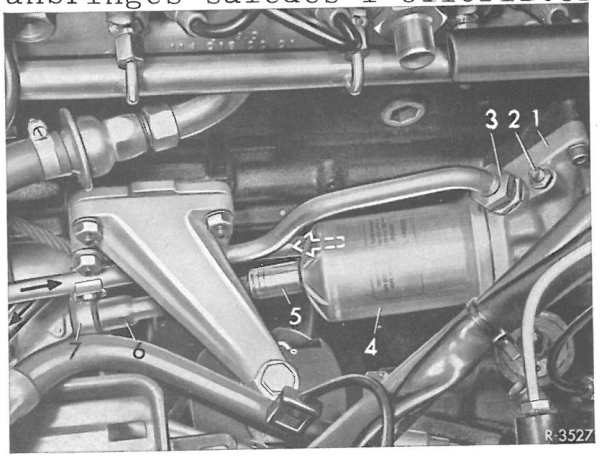

Fig. 18-1/4
1 Befæstelsesskruen (9) på filterunderdelen skrues af. På typerne 23o/8 og 25o/8 anvendes hertil en stiknøgle med nøglevidde 17 (5) med forlænger (13o mm)(6) og skralde (7) som stikkes ind mellem forbroen og motorkonsollen og sættes på sekskantskruen (9). Underdel med filterindsats tages af og tømmes. Filterindsatsen (3) tages ud af underdelen, underdelen renses, og en ny filterindsats indsættes (Fig. 18-1/3 og 4).